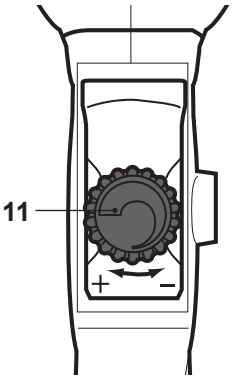

Fig. 10
Limite la velocidad máxima de giro utilizando el selector de velocidad (11). El dispositivo de velocidad variable le permite seleccionar la mejor velocidad para una aplicación particular. (Fig. 10).